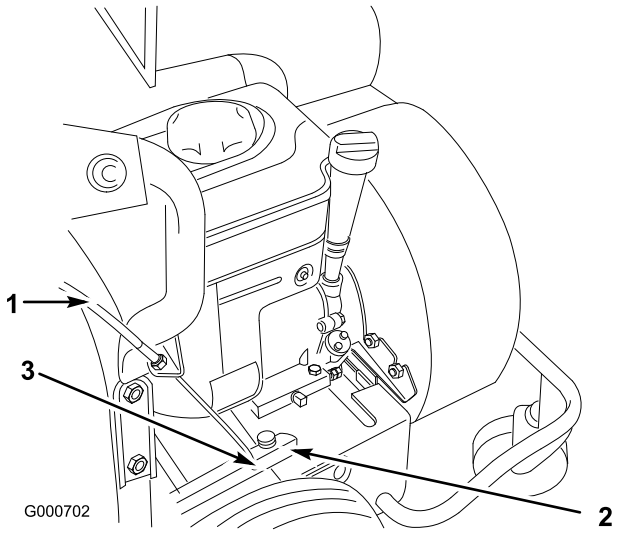

Figur 5
5. Fastgør den nederste ende (kugleende) på traktionskontrolkablet i monteringshullet i armen på traktionsdrevets skærm (Figur 5).
6. Fastgør kuglen i monteringshullet med en bolt (10-32) og en møtrik (10-32) (Figur 5).